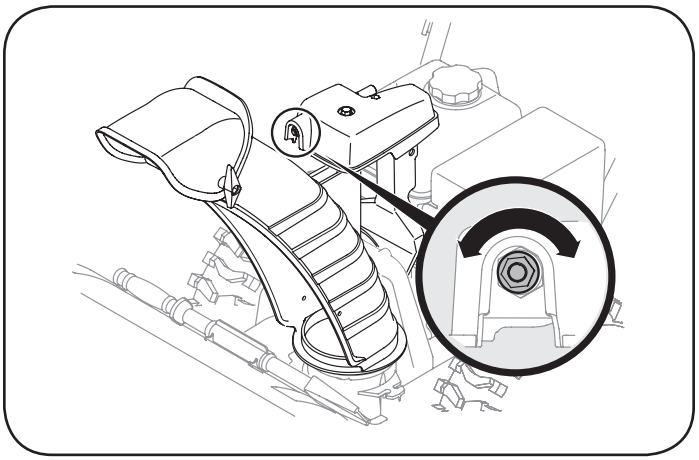

Figura 66
3. Para incrementar la precarga, apretar la tuerca hexagonal en sentido horario en intervalos de ¼ de vuelta. Véase la Figura 66.